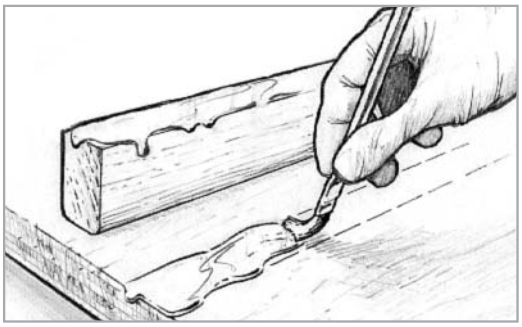

Figure 8-8 *Wet out the bonding surfaces by applying resin/hardener mixture with a brush or roller.*
1. Wet-out bonding surfaces—Apply a neat resin/hardener mixture (without fillers) to the surfaces to be joined *(Figure 8-8)*. Wet out small or tight areas with a disposable brush. Wet out larger areas with a foam roller or by spreading the resin/hardener mixture evenly over the surface with a plastic spreader. You may proceed with step two immediately or any time before the wet-out coat becomes tack free.